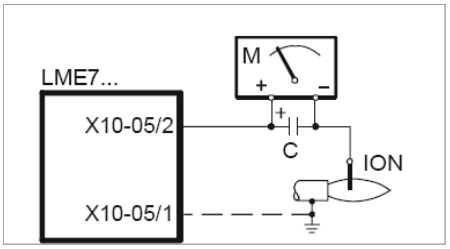

Рис. 5 - Контроль пламени с помощью электрода
3. Прикрутить VD двумя винтами M5 соответственно, макс. 5 Нм/44 in. lb, рис. 5/6.